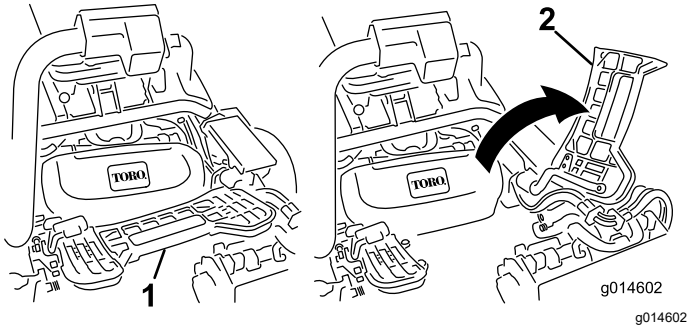

Figuur 47
1. Klap de voetsteun omhoog zodat u bij de middelste maai-eenheid kunt (Figuur 47).